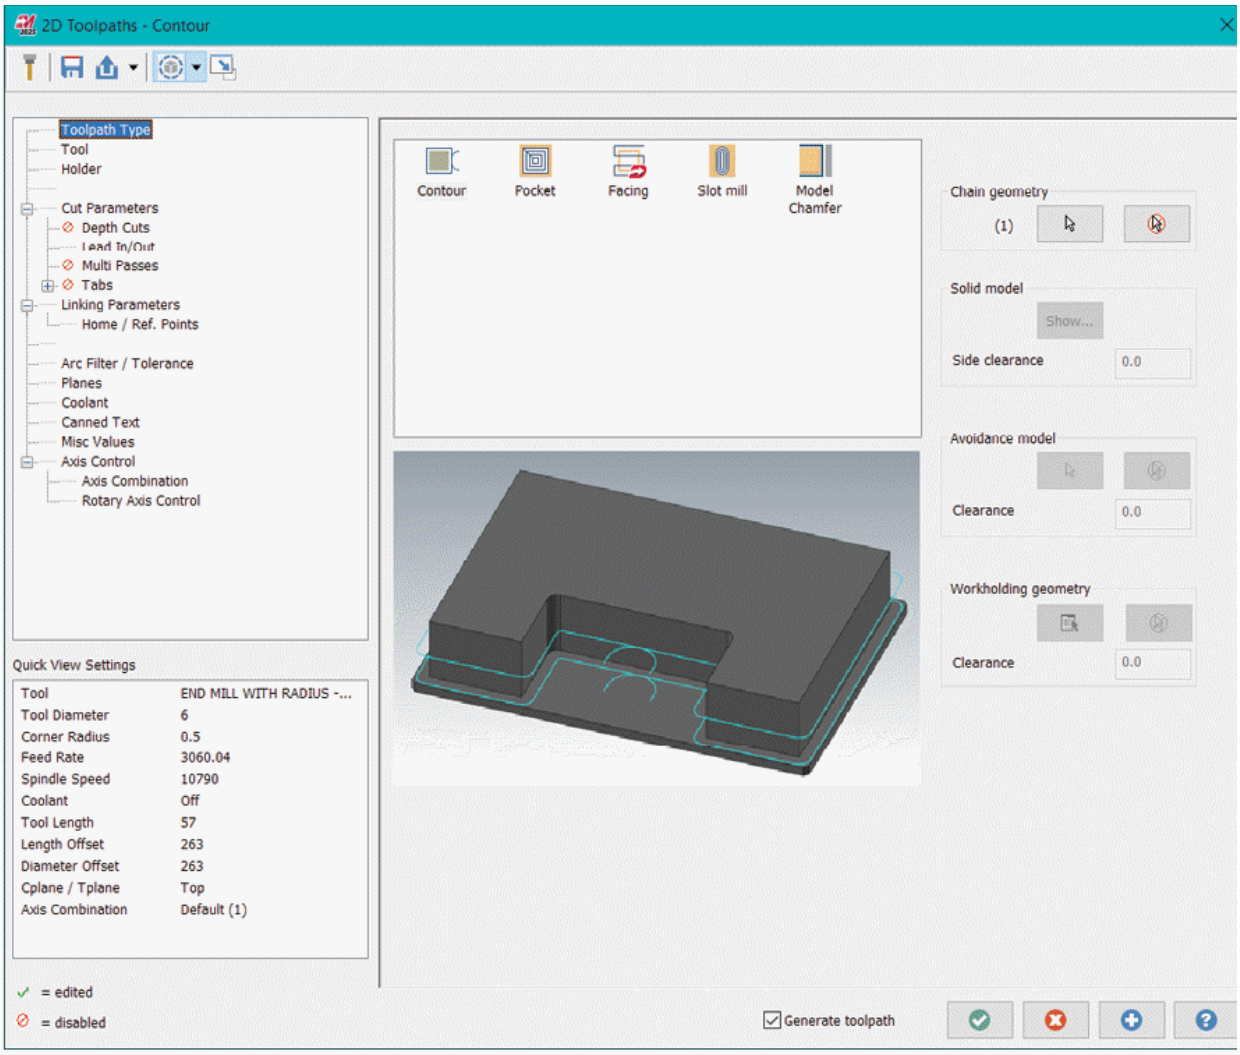

Figure-3. 2D Toolpaths-Contour dialog box
- Select the faces that you want to machine using the contour milling toolpaths. Note that you need to select the outer side faces of the part to remove material at the boundaries. Click on the **OK** button from the **Wireframe Chaining** selection box. The **2D Toolpaths-Contour** dialog box will be displayed; refer to Figure-3.